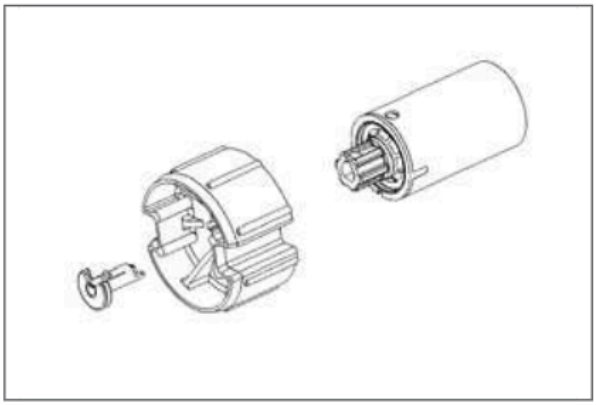

Afbeelding 2: Koppelingsbeveiliging*
3. Schuif de koppeling erop en beveilig hem met de koppelingsbeveiliging (artikel 288500) (afb. 2).